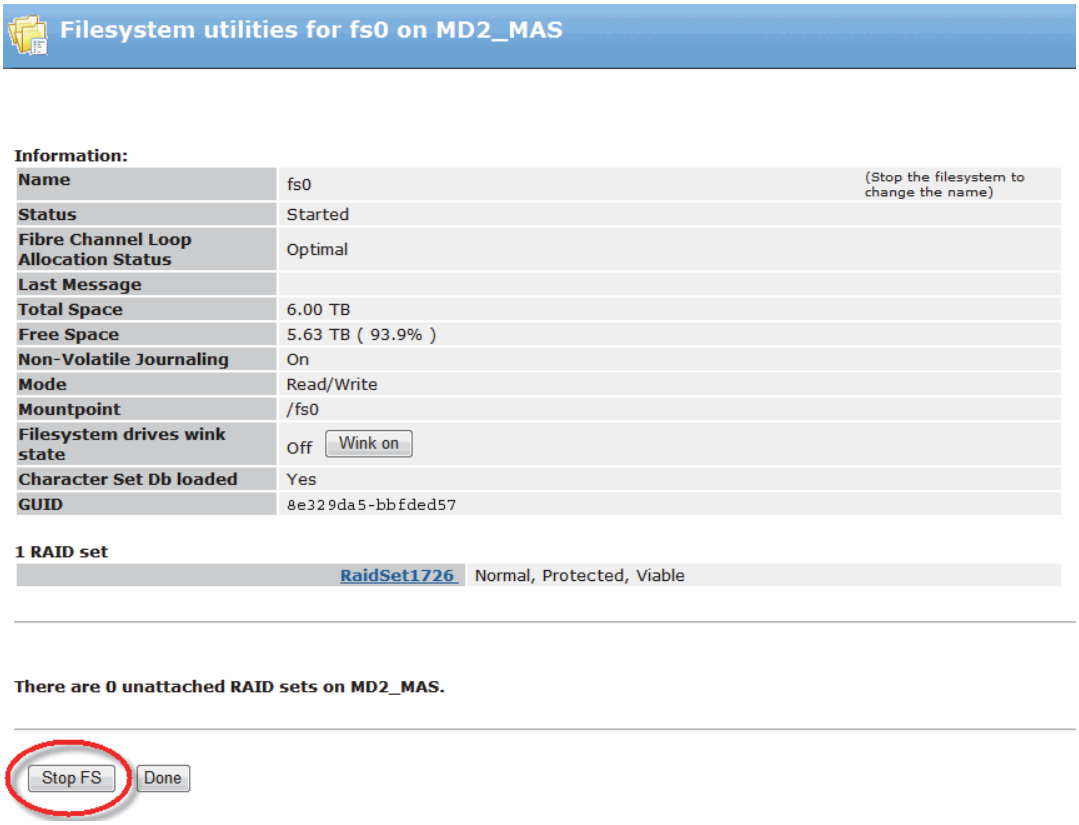

Figure 1–11: Stopping the File System
d. If the **Status** field in the Information section shows **Started**, click the **Stop FS** button to stop the file system (see *Figure 1–11*).